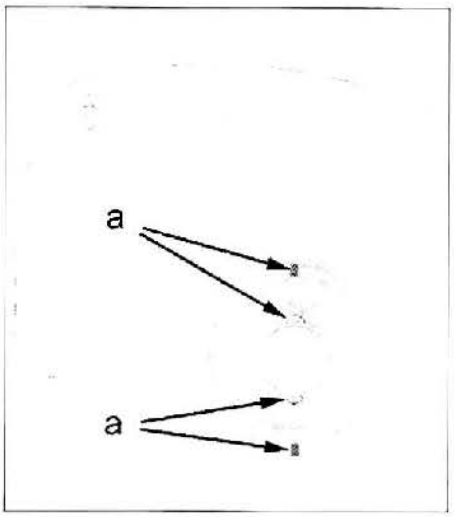

FIG. 12
• Marcar la posición angular de la articulación elástica trasera en el brazo inferior de suspensión (en "a") **(fig. 12).**